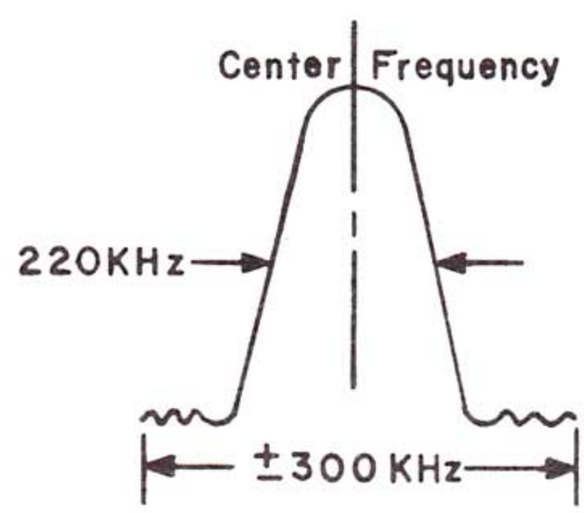

Figure 6
3. Tune the FM Generator, modulated ±300KHz @ approximately 20uV output level, to the receiver frequency. Connect an RF Detector Probe to Pin 1 of IC204 (LA1230) and center the FM IF response on the osciloscope. The FM IF bandpass characteristics are now being displayed. Adjust the primary and secondary cores of the converter FM IF output transformer T101 for maximum gain and symmetry (Figure 6).